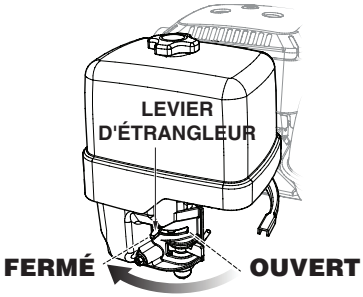

Figure 17. Levier d'étrangleur
2. Pour démarrer un moteur à froid, déplacer le levier étrangleur (Figure 17) à la position **FERMÉE**.